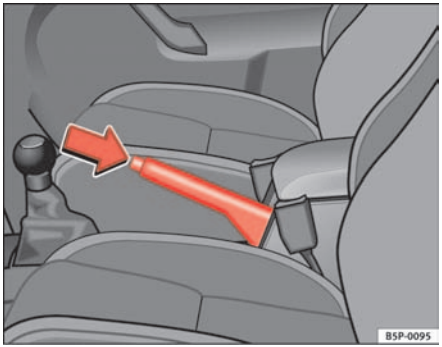

Fig. 138 Handbrake between the front seats
– Pull the handbrake lever up firmly ⇒ fig. 138.
– Pull the lever up slightly and press the locking knob in the direction of the arrow ⇒ fig. 138 and guide the handbrake lever down fully ⇒ ⚠. ▶